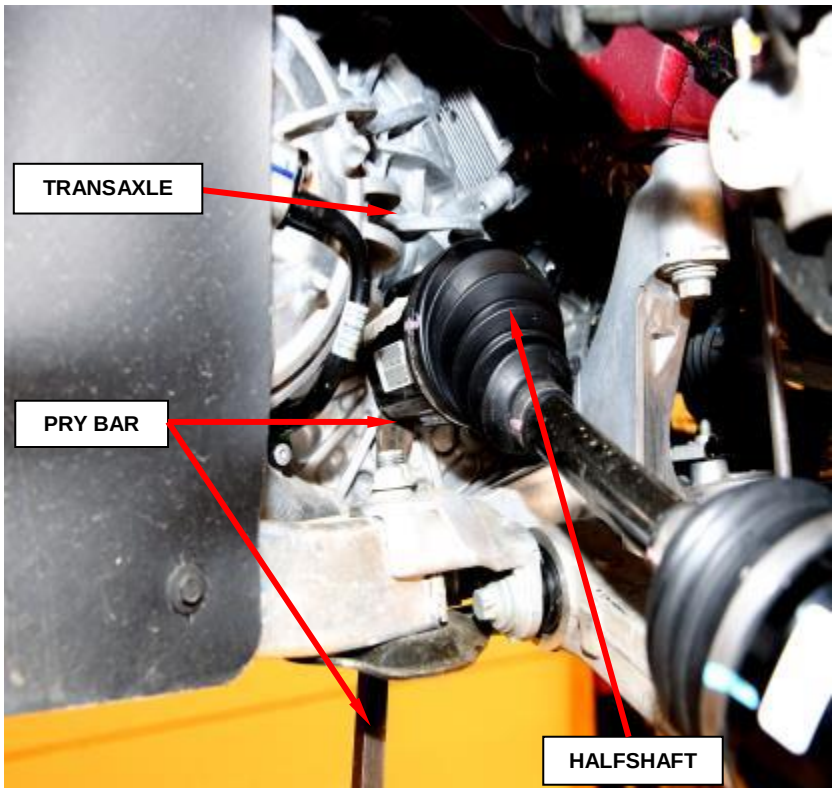

Figure 5 - Halfshaft to Transaxle
11. Using a pry bar or equivalent tool release the halfshaft from the transaxle and remove the halfshaft from the vehicle (Figure 5).